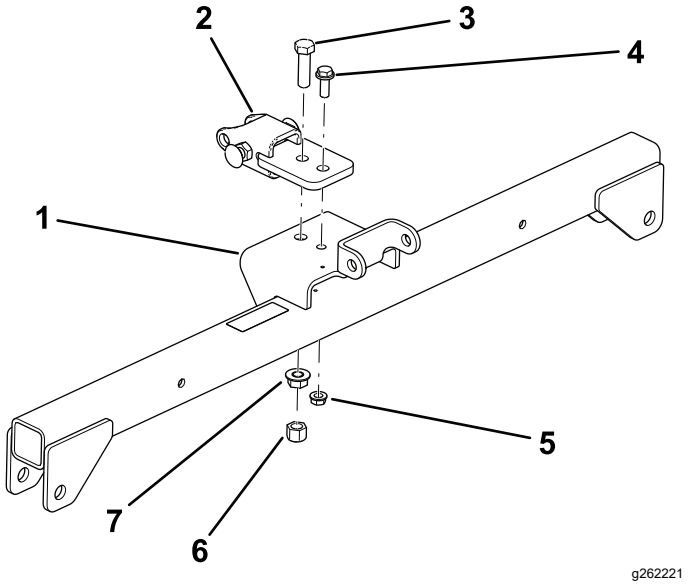

Rysunek 3
1. Luźno zamocuj dyszel do przedniego otworu w zespole wieszaka (Rysunek 3) za pomocą śruby (½ x 1¾ cala), nakrętki kołnierzowej (½ cala) i nakrętki sześciokątnej (½ cala).